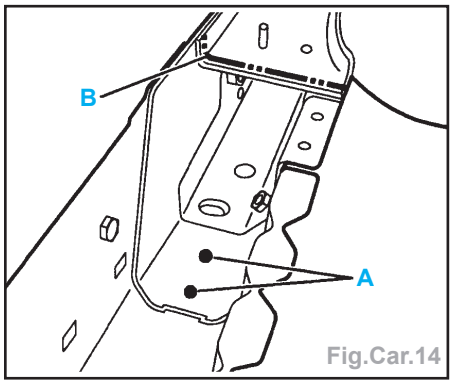

Fig.Car.14
- Souder par points électriques (suivant **A**) (avec l'équipement : AB1) (Fig.Car.14).